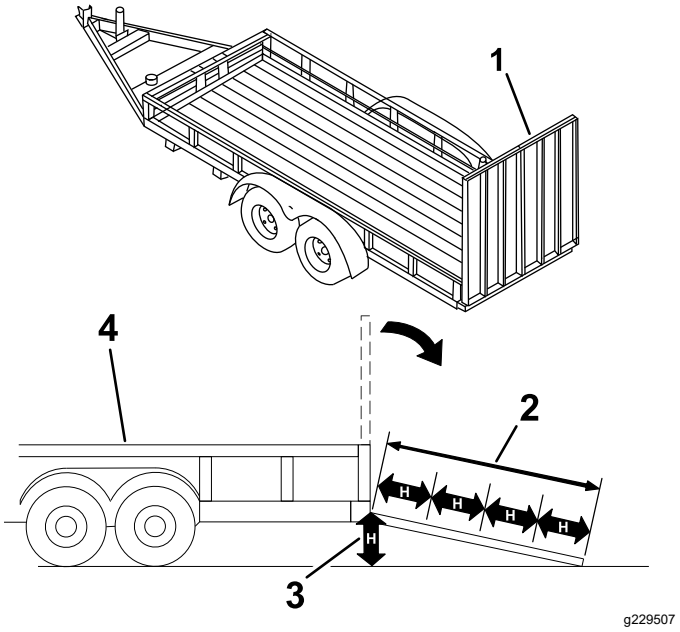

Figure 30
Le chargement de la machine sur une remorque ou un camion augmente le risque de basculement, et donc de blessures graves ou mortelles (Figure 30).
3. Abaissez la rampe (Figure 30).